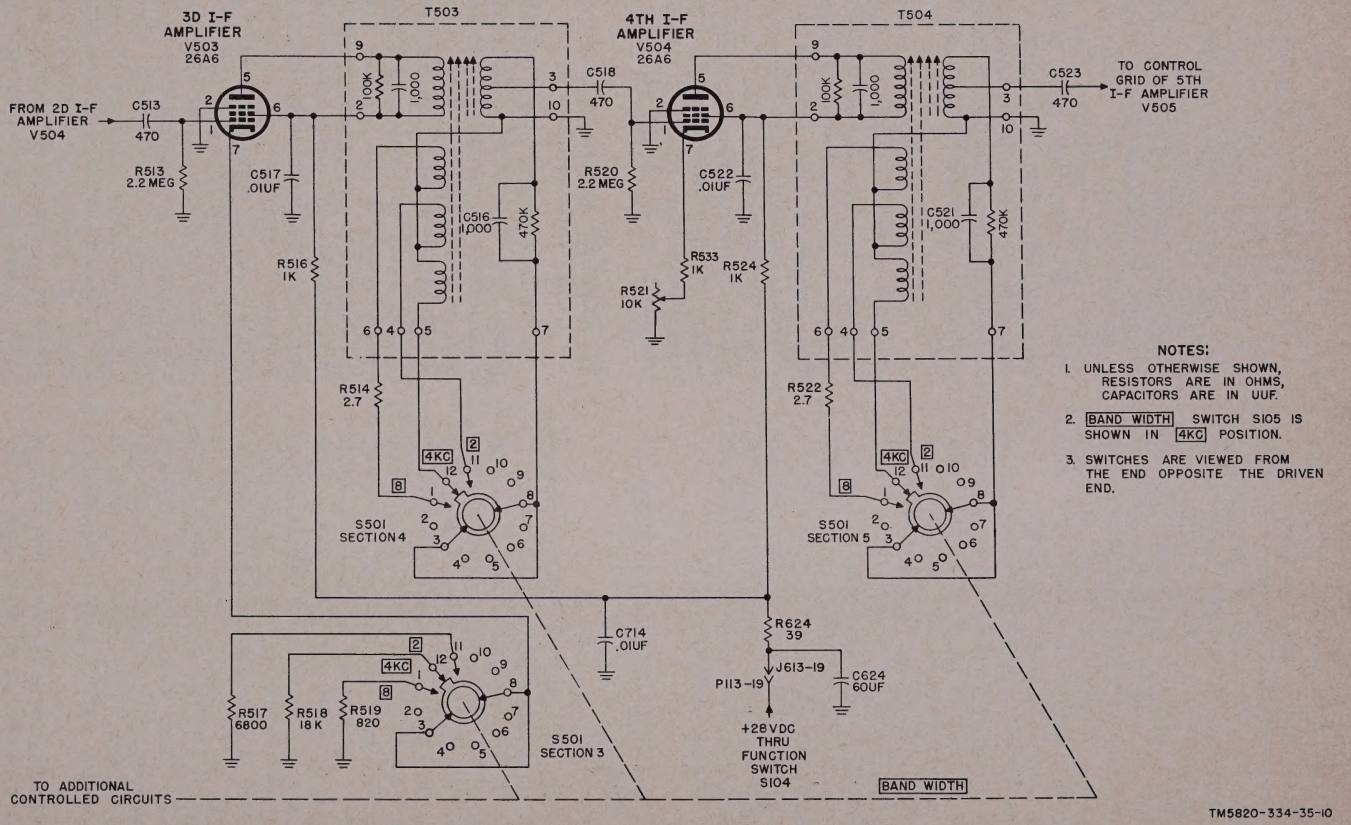

Figure 10. Third and fourth if. amplifiers V503 and V504, simplified schematic diagram.
15. Third and Fourth If. Amplifiers V503 and V504 (fig. 10)
(fig. 10)